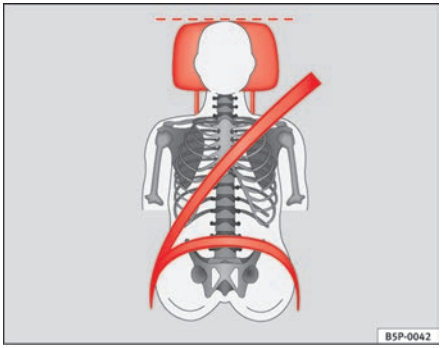

Fig. 12 Correct belt web and head restraint positions, viewed from front
- **The shoulder part of the seat belt must lie on the centre of the shoulder, never across the neck. The seat belt must lie flat and snugly on the torso ⇒ page 23, fig. 12.**